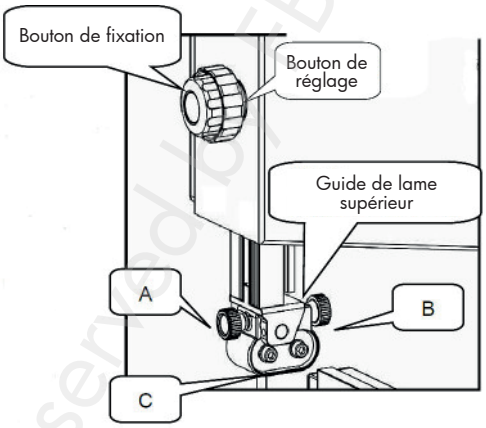
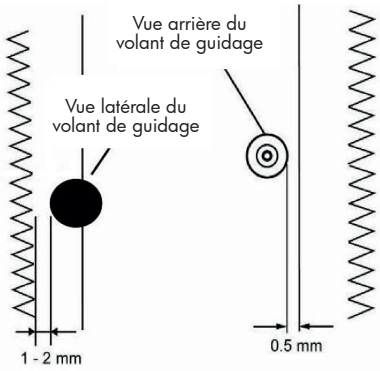
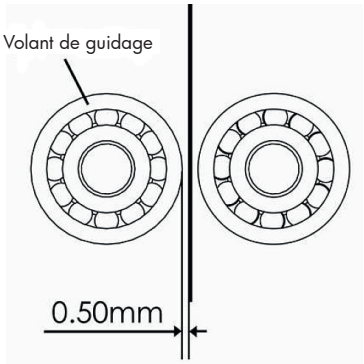

Fig. 51 : Réglage du guide de lame supérieur
Fig. 52 : Réglage des roulements du guide de lame
Fig. 53 : Réglage des roulements du guide de lame
1. Desserrez le bouton de fixation du guide de lame et réglez la hauteur du guide au moyen du bouton de réglage. Resserrez ensuite le bouton de fixation (voir figure 51).
2. Desserrez la vis (A, figure 51) et réglez la position du palier du guide de telle manière que le palier se trouve à une distance de 1 ou 2 mm (figure 52) des dents de la lame. Resserrez ensuite la vis (A, figure 51).
3. Desserrez la vis (B, figure 51) et réglez l'arrière du volant de guidage à 0,5 mm (figure 53) de l'arrière de la lame. Resserrez ensuite la vis (B, figure 51).
4. Desserrez la vis (C, figure 51) et réglez le palier du guide à une distance de 0,5 mm de la lame. Resserrez ensuite la vis (C, figure 51).